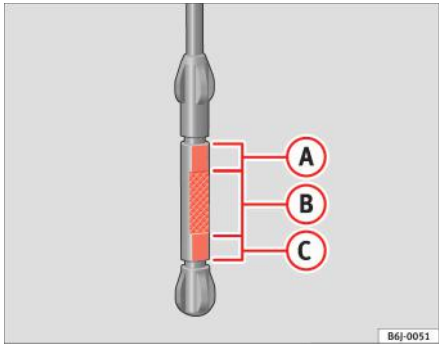

Fig. 115 Joja de ulei de motor
– Apoi scoateți-o din nou şi verificați nivelul uleiului ⇒ fig. 115. Dacă este necesar, adăugați ulei de motor.